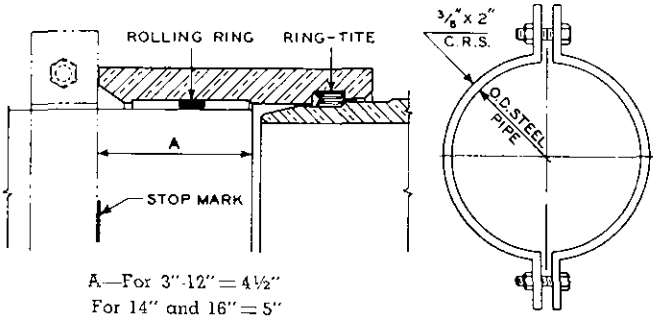

FIG. 56
2. Put a stop-mark on the steel pipe (see A, Fig. 56).